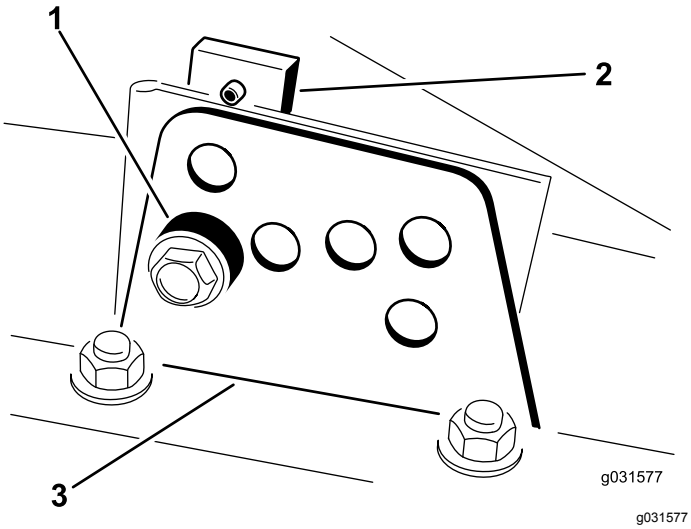

Figur 17
2. Lossa den skruv som fäster respektive klipphöjdsfäste på klipphöjdsplattan (längst fram och på vardera sidan) (Figur 17).
4. Ta bort distansbrickan samtidigt som du stöttar kammaren (Figur 17)